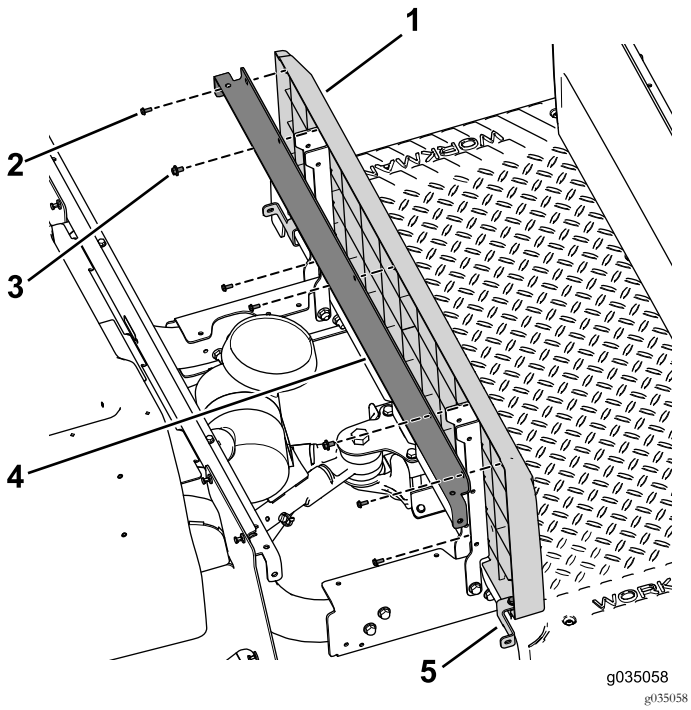

Figura 42
7. Utilize os dois conjuntos de parafuso com anilha (¼" x ½") para prender o suporte e o painel da base do banco ao suporte do banco esquerdo e direito (Figura 42).
8. Utilize os dois parafusos flangeados (¼" x 2"), anilha e porca de bloqueio para prender o suporte do painel esquerdo e direito à máquina (Figura 42).